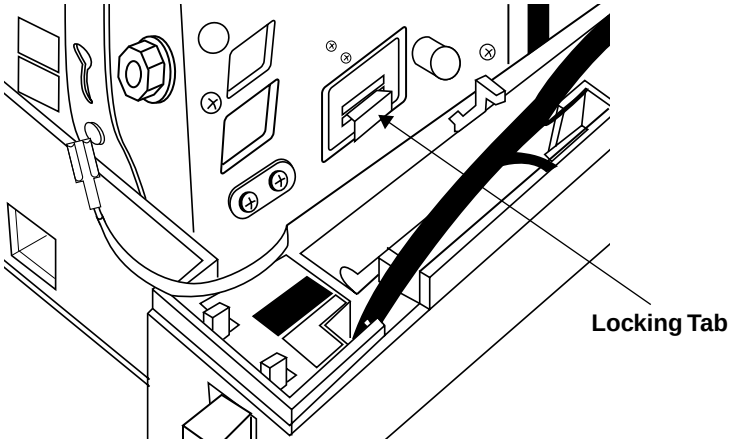

Figure 3-6. IBM 3683/84 Locking Tabs
b. Slide the two printer locking tabs (black plastic) toward the front of the register while pressing downward, as shown in *Figure 3-6*.